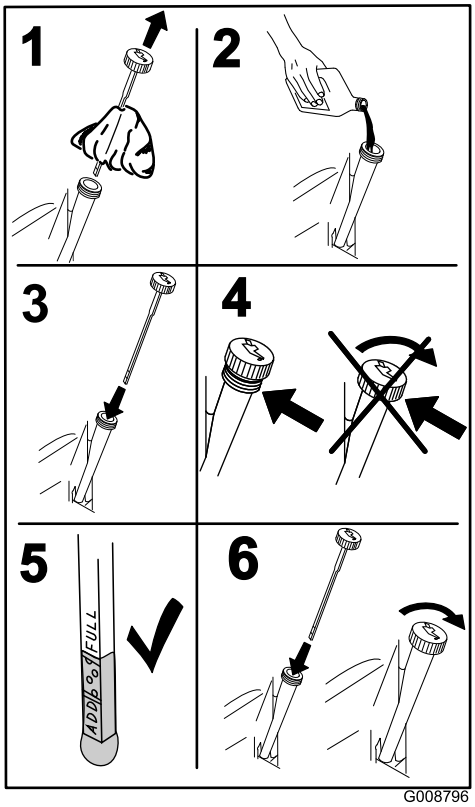

**Figur 41**
4. Ta ut oljestickan och torka av den med en ren trasa (Figur 41).